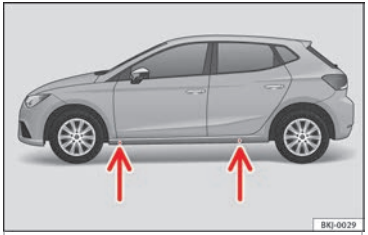

Fig. 85 Puntos de apoyo del gato.
- Busque en el larguero la marca del punto de apoyo del gato (zona hundida) más cercano a la rueda a cambiar ››› **fig. 85**.